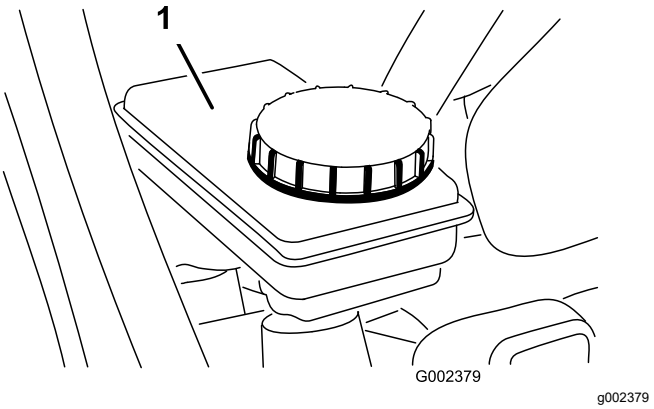

**Figura 57**
5. Asegúrese de que el nivel de fluido llegue a la línea Lleno del depósito (Figura 57).
6. Si el nivel de líquido es bajo, limpie la zona alrededor del tapón, retire el tapón y llene el depósito hasta el nivel correcto con el líquido de frenos especificado (Figura 57).